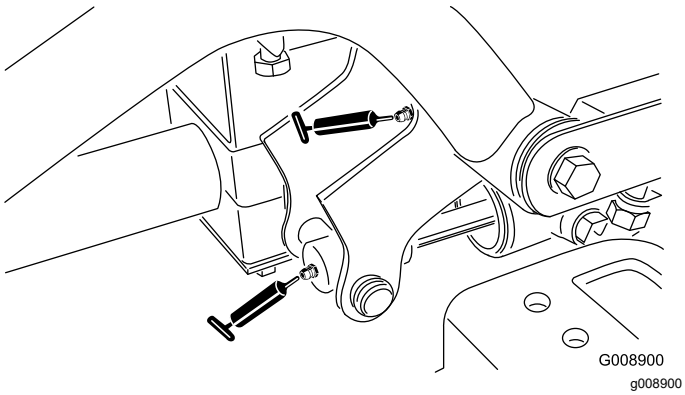

Figur 66
- Den främre högra lyftarmens svängpunkt och lyftcylinder (två nipplar – Figur 66)